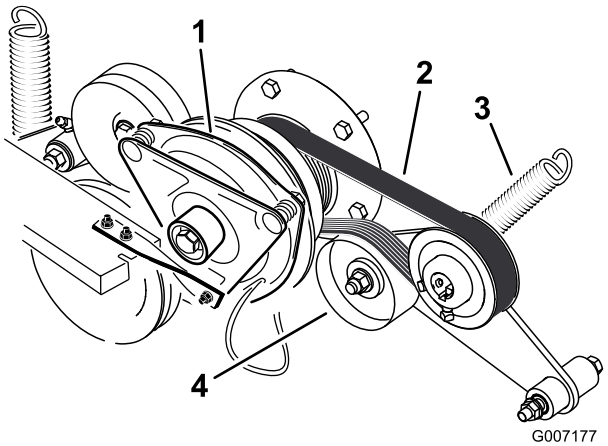

Figur 62
3. Demontera fjädern på remskivarmen (Figur 62).
4. Montera den nya remmen runt motorns och hydropumpens remskiva (Figur 62).
6. Montera fjädern på remskivearmen (Figur 62).